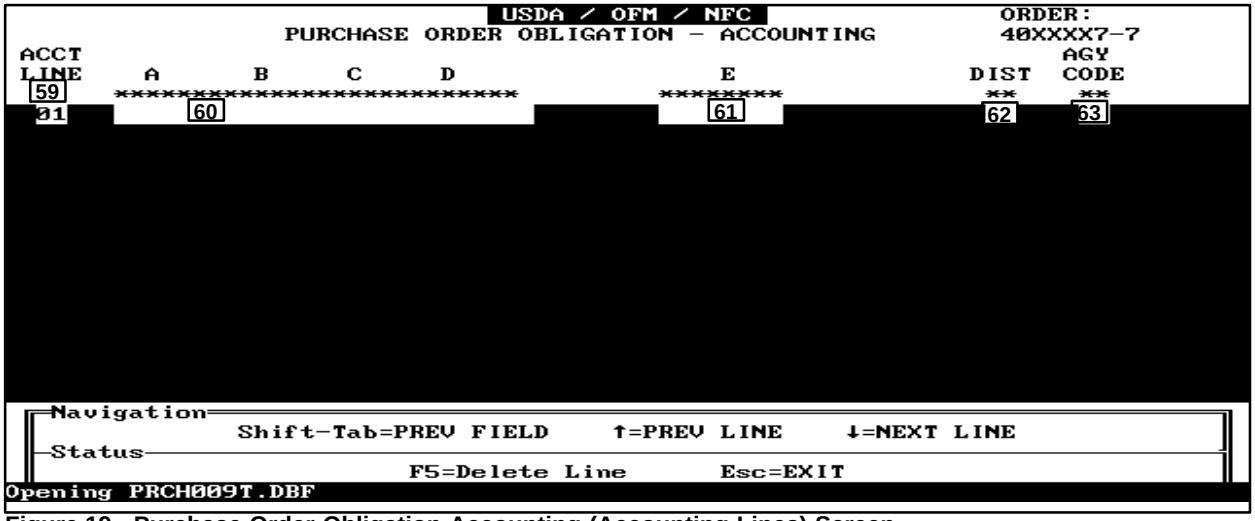

Figure 19. Purchase Order Obligation-Accounting (Accounting Lines) Screen
The Purchase Order Obligation-Accounting screen (**Figure 19**) is displayed.
• To correct data on the **Purchase Order Obligation-Accounting screen (Accounting Lines)** (**Figure 19**), press [Enter]. You will be positioned in the Acct Line field. Press [Enter] to move to the A B C D field. Key in